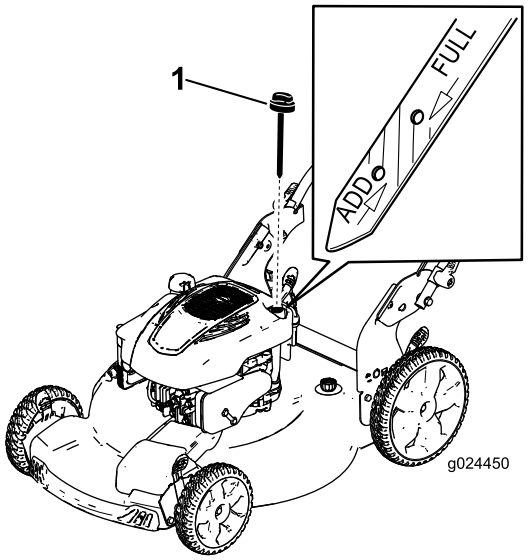

Rysunek 22
3. Wyjmij wskaźnik poziomu (Rysunek 22).
10. Odczytaj poziom oleju na wskaźniku (Rysunek 22).